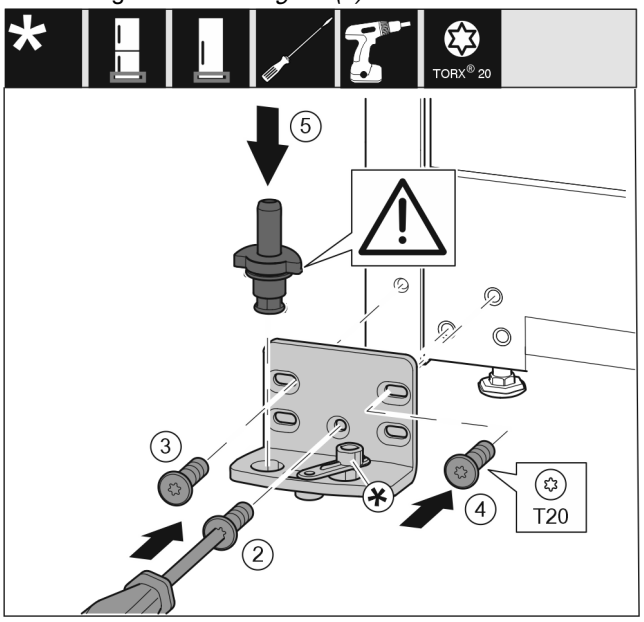

Fig. 18
- ▶ Lagerbock auf der anderen Seite ansetzen und mit Hilfe eines Schraubendrehers T20 anschrauben. Mit Schraube 2 unten in der Mitte beginnen. *Fig. 18 (2)*
- ▶ Schraube 3 und 4 festschrauben. *Fig. 18 (3,4)*
▶ Lagerbolzen komplett einsetzen. Dabei darauf achten, dass der Rastnocken nach hinten zeigt. *Fig. 18 (5)*